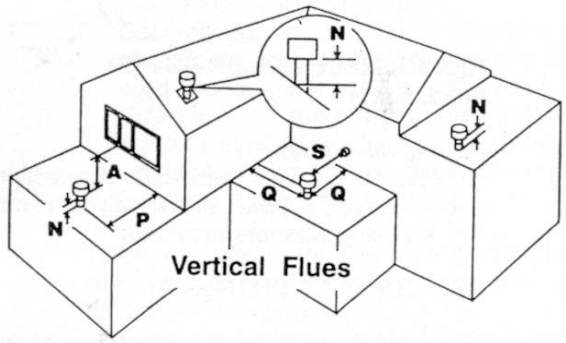

Fig. 42
- Ensure that the maximum permissible flue length is not exceeded (Fig. 42).